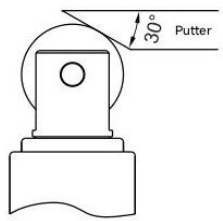

Figure 2
c) The operation mode, shape, frequency and overtravel of the cam and push rod will greatly affect the life and accuracy. Therefore, it is recommended that the push rod angle should be below 30°, the surface roughness should be above 6.3, and the hardness should be Hv=400~500 (see Figure 2).